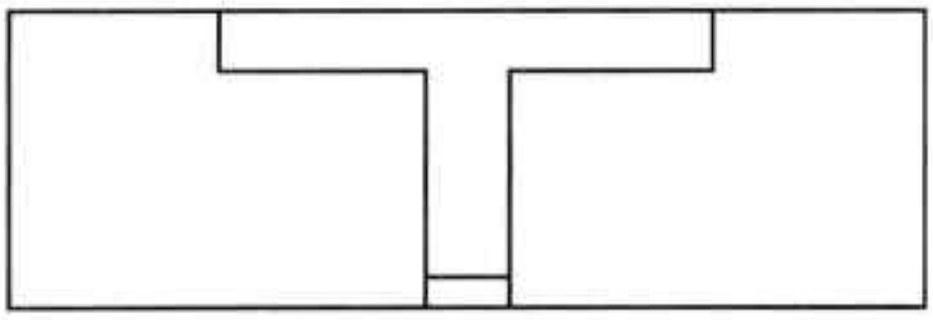

图21-96 修剪效果
Step 17 执行“修剪”命令，对线段进行修剪，如图 21-96 所示。